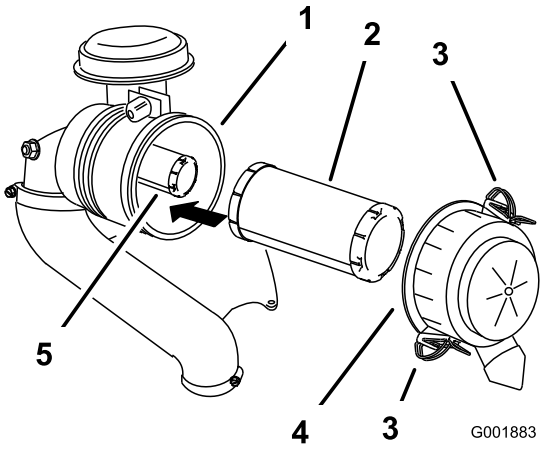

Figur 29
3. Lossa spärrhakarna på luftrenaren och dra av luftrenarkåpan från luftrenarhuset (Figur 29).
5. Dra försiktigt ut huvudfiltret ur luftrenarhuset (Figur 29).
2. Om du byter ut säkerhetsfiltret ska du försiktigt skjuta in det i filterhuset (Figur 29).
3. Skjut försiktigt in huvudfiltret över säkerhetsfiltret (Figur 29).
4. Sätt tillbaka luftrenarkåpan med sidan med markeringen **up** vänd uppåt, och säkra spärrhaken (Figur 29).